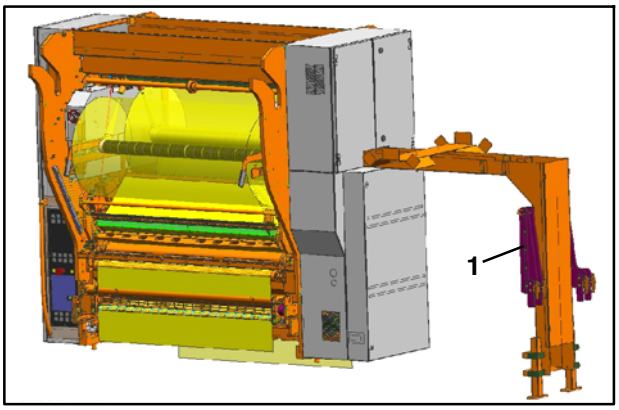

Fig. 35 FoilStar, vue du côté dérouleur
5. Retirer les dispositifs du support (Fig. 35/1)